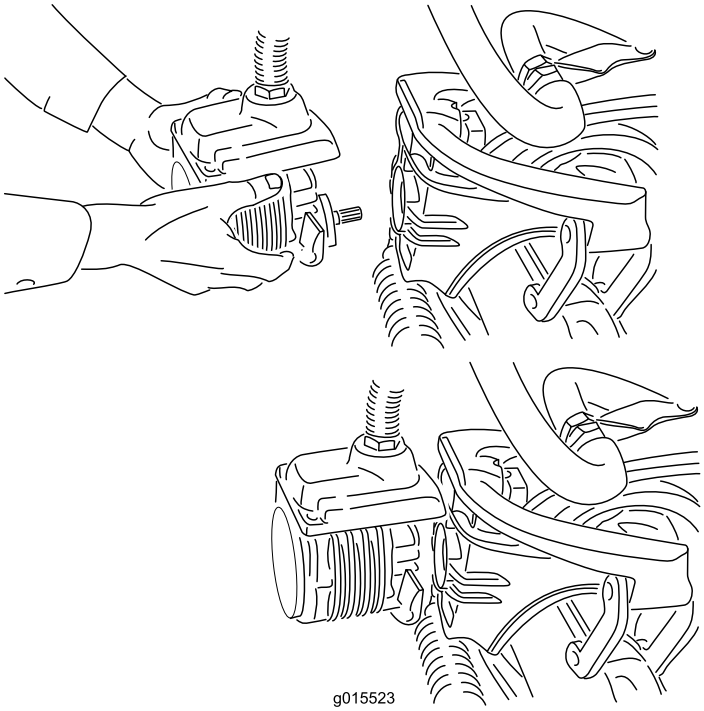

Figur 40
4. Flyt motoren hen i opbevaringspositionen foran på affjedringsarmen (Figur 40).